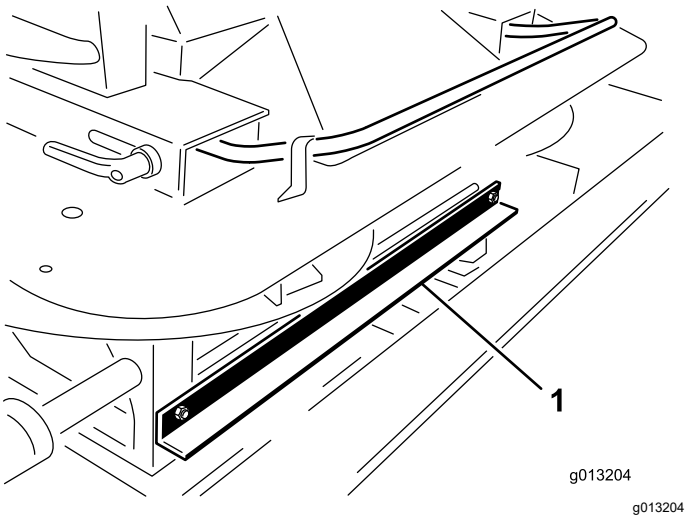

Figur 4
3. Lossa de två skruvarna och muttrarna som sitter längst fram på dubbelspridaren och fäster lyftanordningens transportfäste på dubbelspridaren (Figur 4).